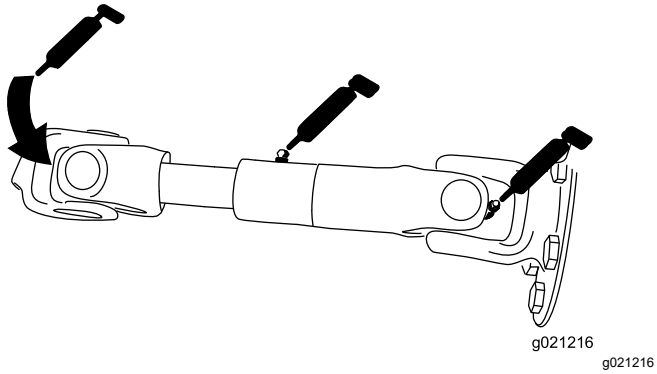

Rysunek 76
- Wał napędowy pompy (3) (Rysunek 76)